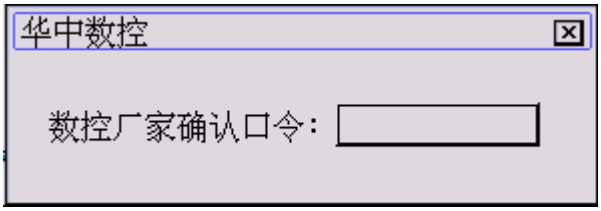

图 9.2.3 输入确认权限口令
(4) 在输入栏输入修改后的口令，按 Enter 键，将再次弹出如图 9.2.3 所示确认输入对话框；